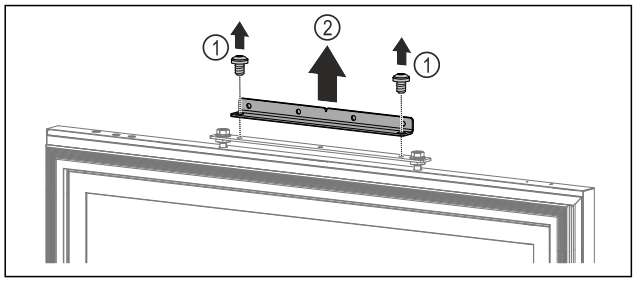

Fig. 103
▶ Remove the screws. *Fig. 103 (1)*
▶ Remove the mounting bracket. *Fig. 103 (2)*